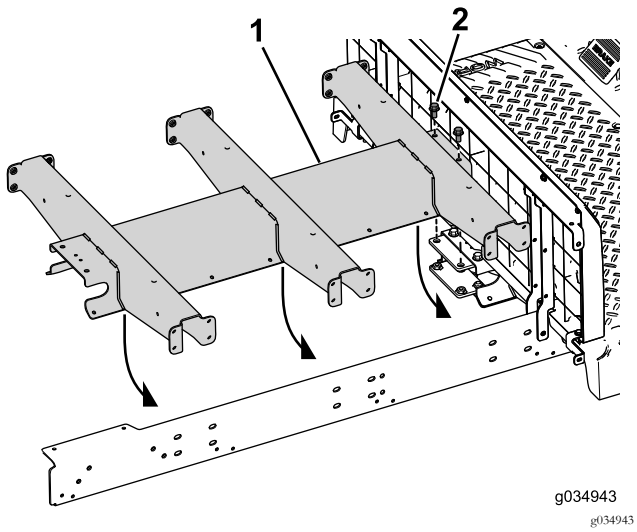

Figuur 24
4. Breng de 2 bouten (3/8 x 3/4 inch) aan in het middelste kanaal en de achterste bevestiging (Figuur 24).